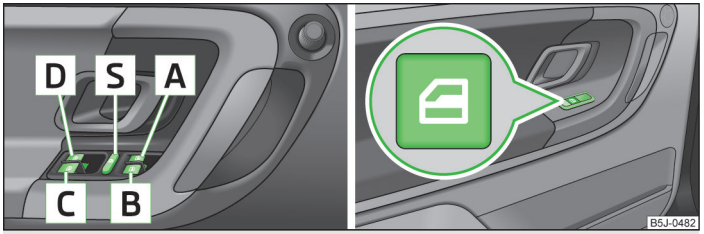

Fig. 20 **Buttons on the driver's door/in the rear doors**
- It is recommended to deactivate the electrical power windows in the rear doors (safety pushbutton) S » Fig. 20 on page 36 when children are being transported on the rear seats.
Buttons for the power windows » Fig. 20.
The buttons for electrical power windows in the rear doors can be deactivated by pressing the safety pushbutton S » Fig. 20. The buttons for the electrical power windows in rear doors are activated again by pressing the safety pushbutton S again.